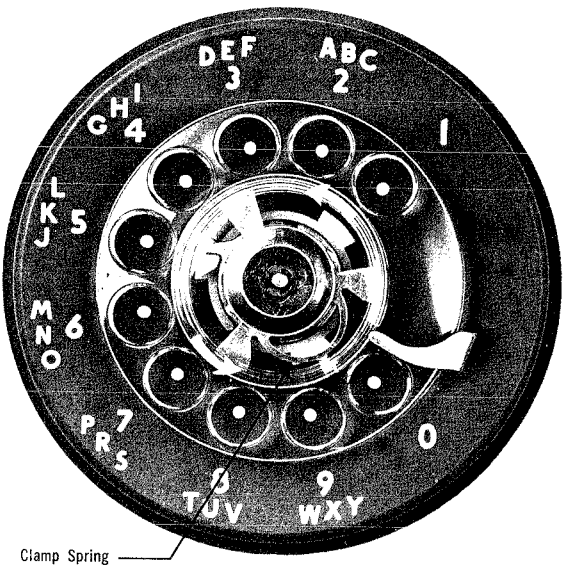

Fig. 5 — Replacing Fingerwheel
(1) Rotate fingerwheel as far as possible in a clockwise direction.
(2) Insert KS-16750, List 2 dial tool into the small hole located in the edge of the serrated section of the fingerwheel and push down to disengage the fingerwheel clamp spring.
(3) When clamp spring releases, remove fingerwheel and dial will return to normal.
4.02 To replace fingerwheel (see Fig. 5):